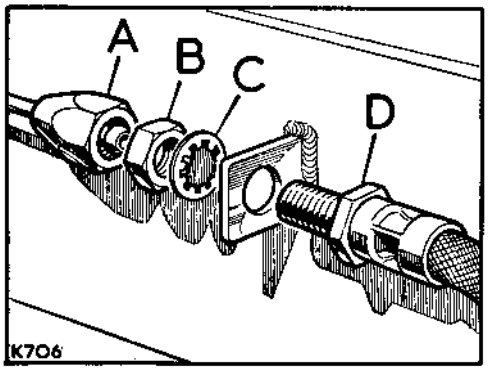

**Fig. E1-86. Rear brake pipe connection**
6. Fit the rear brake pipe to the axle case, connect the flexible pipe to the main pipe and secure the clipping. See Figs. E1-86, E1-87 and E1-88.